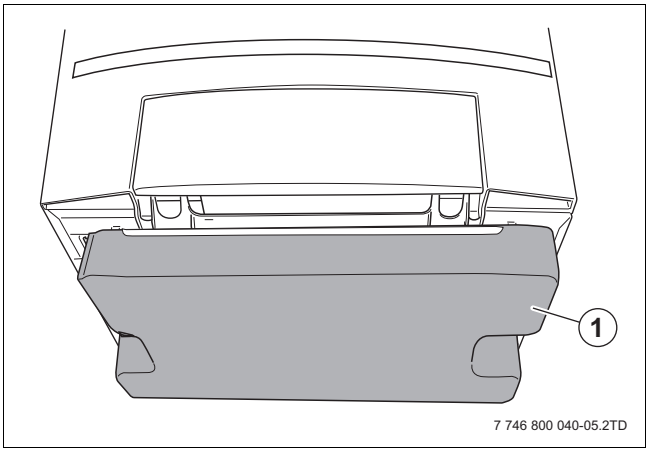

Rys. 9 Dno styropianowe
- Usunąć podłoże styropianowe (→ rysunek 9, [1], strona 19).